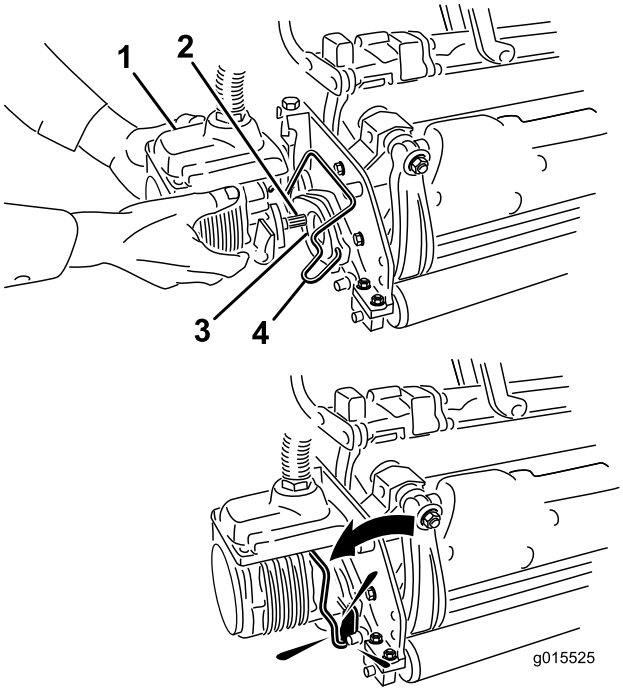

Figuur 38
6. Smeer schoon vet op de sleufas van de motor van het maaidek (Figuur 38).
7. Steek de motor in de linkerkant van het maaidek (gezien vanuit de bestuurdersstoel) en trek de motorbevestigingsstang op het maaidek in de richting van de motor totdat u aan beide kanten een klik hoort (Figuur 38).